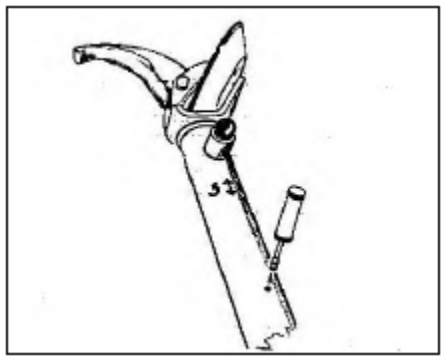

Рис. 36
4) Точно так же смажьте цилиндр рычага держателя инструмента (см. рис. 36).